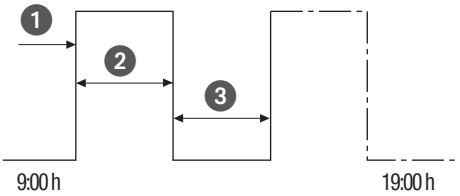

Rys. 33: Przełączanie cykli
- (Rys. 33/❶) czas startu
- (Rys. 33/❷) czas trwania = przełączanie WŁ
- (Rys. 33/❸) czas trwania WYŁ = przełączanie WYŁ